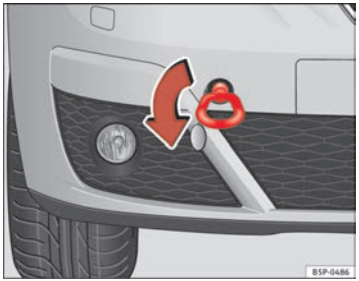
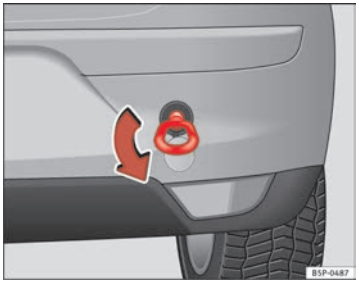

Fig. 205 The front right section of the vehicle: Fitting the front towing eye
Fig. 206 Fitting the towing eye to the rear of the vehicle
– Screw the towing eye as shown by the arrow *anti-clockwise* to the limit position in the front ⇒ page 279, fig. 205 or rear ⇒ page 279, fig. 206 threaded hole. ■